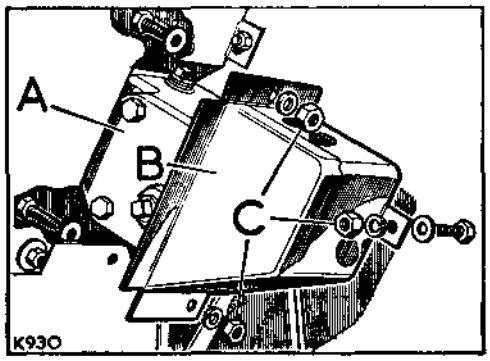

**Fig. G1-44. Fixings for cover box**
6. Fit the steering unit cover box, see Fig. G1-44.